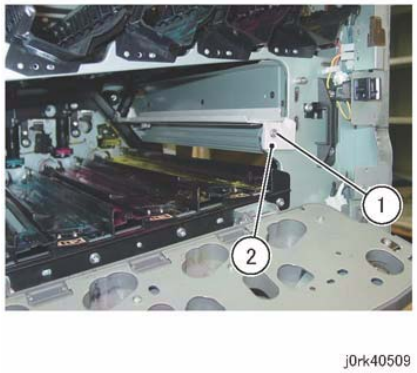

Figure 1 IBT Cleaner Guide Removal
3. Remove the IBT Cleaner Guide. (Figure 1)